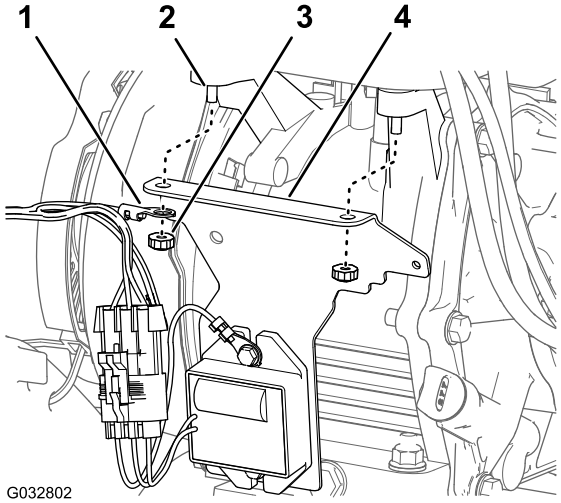

Figura 9
- **Máquina de las series 1800 o 2100 –** En la parte trasera del motor, retire las 2 tuercas que sujetan el depósito al motor (Figura 9).
2. Alinee el terminal de puesta a tierra del arnés de cables con la brida corta del orificio izquierdo del soporte para el regulador de tensión, como se indica en Figura 9.
3. Alinee los orificios de la brida corta del soporte para el regulador de tensión con los espárragos traseros del depósito de combustible (Figura 9).
4. Monte el soporte y el terminal de puesta a tierra al motor con las dos tuercas que retiró en el paso 1 (Figura 9).